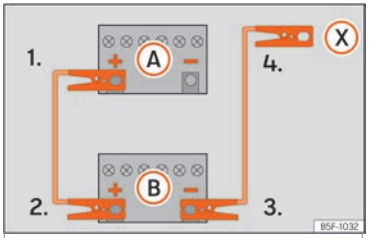

Fig. 80 Esquema de ligação para veículos sem sistema Start-Stop.
2. Ligue uma extremidade do cabo auxiliar de arranque *vermelho* ao polo positivo (+) do veículo com a bateria descarregada (A) ››› **Fig. 80**.
3. Ligue a outra extremidade do cabo auxiliar de arranque *vermelho* ao polo positivo (+) do veículo que fornece a corrente (B).
4a. *Nos veículos sem sistema Start-Stop:* ligue uma extremidade do cabo auxiliar de arranque *preto* ao polo negativo (−) do veículo que fornece a corrente (B) ››› **Fig. 80**.